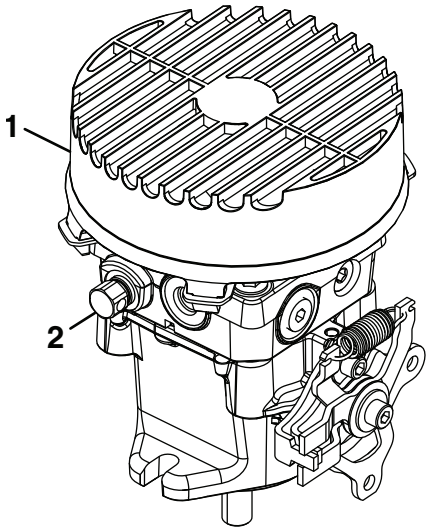

Figure 27
The critical area for purging air from the hydraulic system is between the oil reservoir and each charge pump located on the top of each variable displacement pump (Figure 27). Air in other parts of the hydraulic system will be purged through normal operation once the charge pump is "primed".
4. Open the bypass valve (shown in Figure 27).